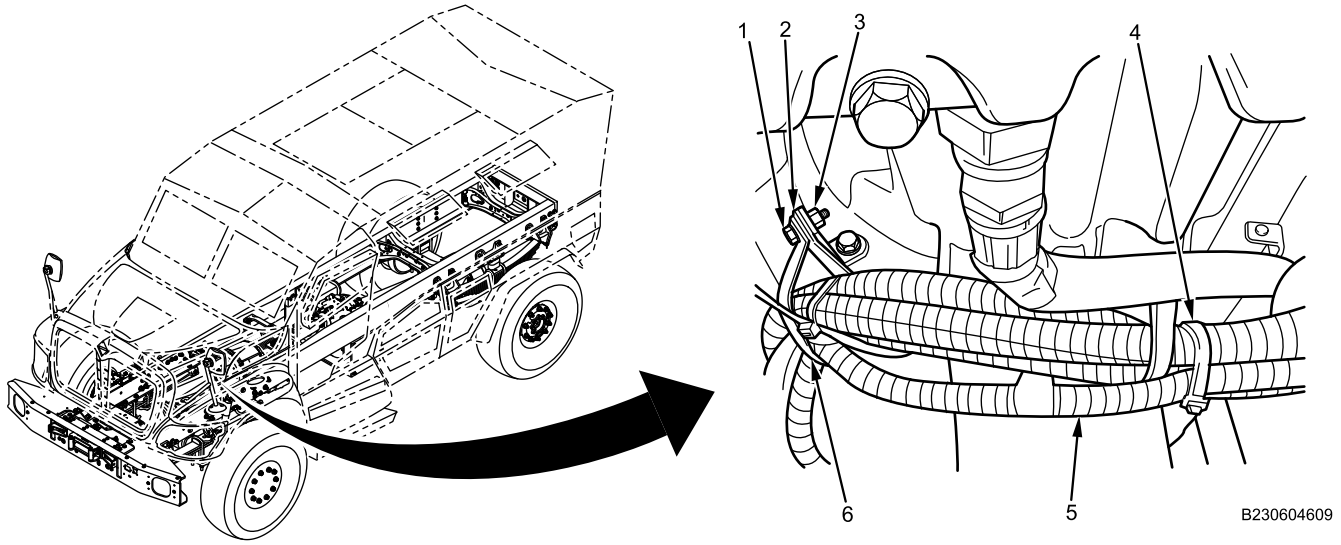

Figure 2. ECM/TCM Clean Harness Removal.
4. Remove nut (Figure 2, Item 3) and bolt (Figure 2, Item 1) from harness strap (Figure 2, Item 2) at transmission housing.
5. Open harness strap (Figure 2, Item 2) and remove clean power and ground harness (Figure 2, Item 5) from strap.
6. Remove and discard cable lock straps (Figure 2, Item 4 and 6) from clean power and ground harness (Figure 2, Item 5) as required.